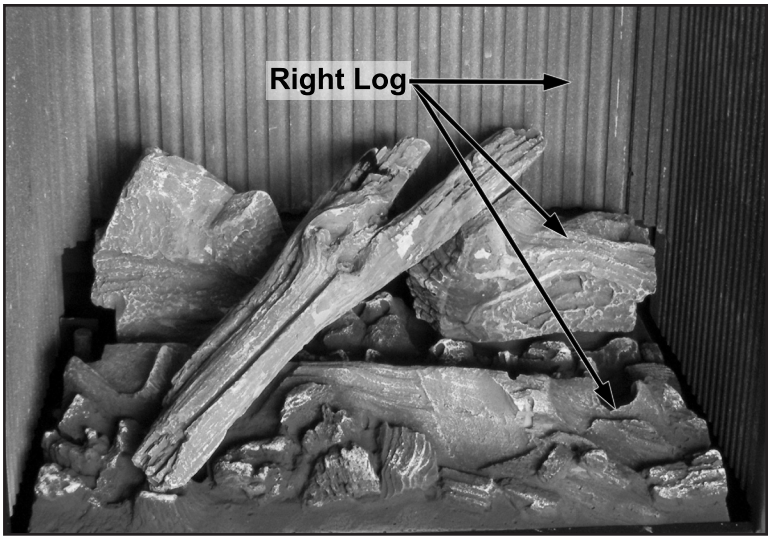

Figure 52: Log Placement of Right Log.
4. Place the bottom of the Right Log in the ledge at the front right of the burner and rest the top of the log against the rear panel as shown in Figure 52 and 53.